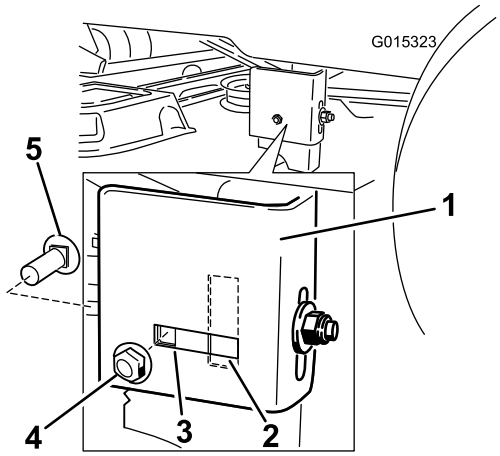

Figur 53
7. Gå til venstre side af maskinen. Kontroller om sidebræddebolten sidder i den faste eller rillede position (Figur 53).
8. Hvis sidebræddebolten sidder i den faste position, skal sidebræddebolten og sidelåsemøtrikken fjernes fra den faste position og sættes i den rillede justeringsposition (Figur 53).